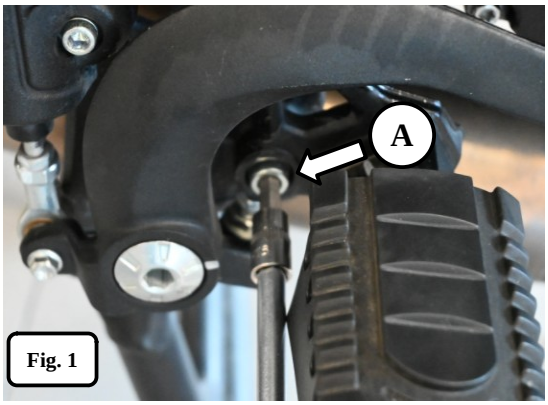
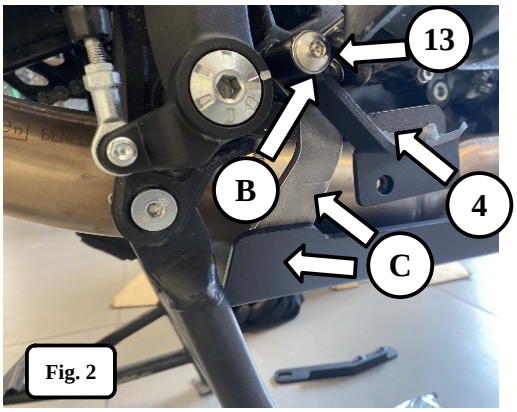
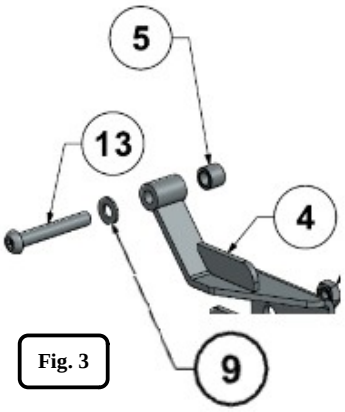

Fig. 1
Fig. 2
Fig. 3
ENG 1. (A) Unscrew the bolt. (B) Attach the right Crash bar mount (4) with the bolt (13) through the washer (9) and spacer sleeve (5) [Fig. 1] / [Fig. 2] / [Fig. 3]. (C) – The mounts for the engine cover plate and the Yaak exp engine cover are not included in the set.
PL 1. (A) Odkręć śrubę.(B) Przykręć mocowanie gmol prawy (4) , śrubą (13) przez podkładkę (9) i tulejkę dystansową (5) [Fig.1]/[Fig.2]/[Fig.3] (C) – mocowania płyty osłony silnika i osłona silnika Yaak exp nie są częścią zestawu
DE 1. (A) Drehen Sie die Schraube heraus. (B) Befestigen Sie den rechten Sturzbügel (4) mit der Schraube (13) durch die Unterlegscheibe (9) und die Abstandsbuchse (5) [Abb.1]/[Abb.2]/[Abb.3]. (C) – Die Befestigungen der Motorschutzsplatte und den Yaak exp Motorschutz sind nicht ein Teil des Sets.